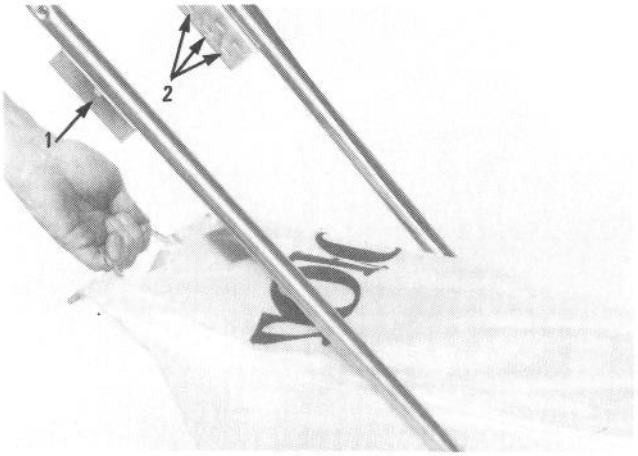

Figure 7
5. Set rear of bag into highest notch in brackets that will allow bag to easily fit (Fig 7).